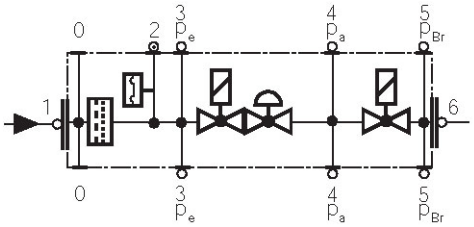

Fig. 26
- Pulire o sostituire il filtro se la differenza di pressione fra i punti 1 e 3 (Fig. 26) è ∆p> 10 mbar.
- Pulire o sostituire il filtro se la differenza di pressione fra i punti 1 e 3 (Fig. 26) risulta raddoppiata dall'ultimo controllo.